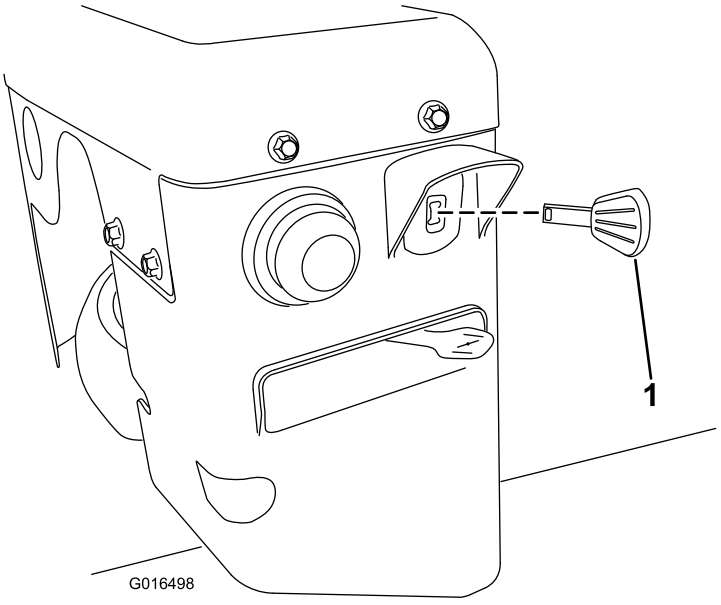

Rysunek 27
3. Maksymalnie wsunąć kluczyk zapłonu (Rysunek 27).